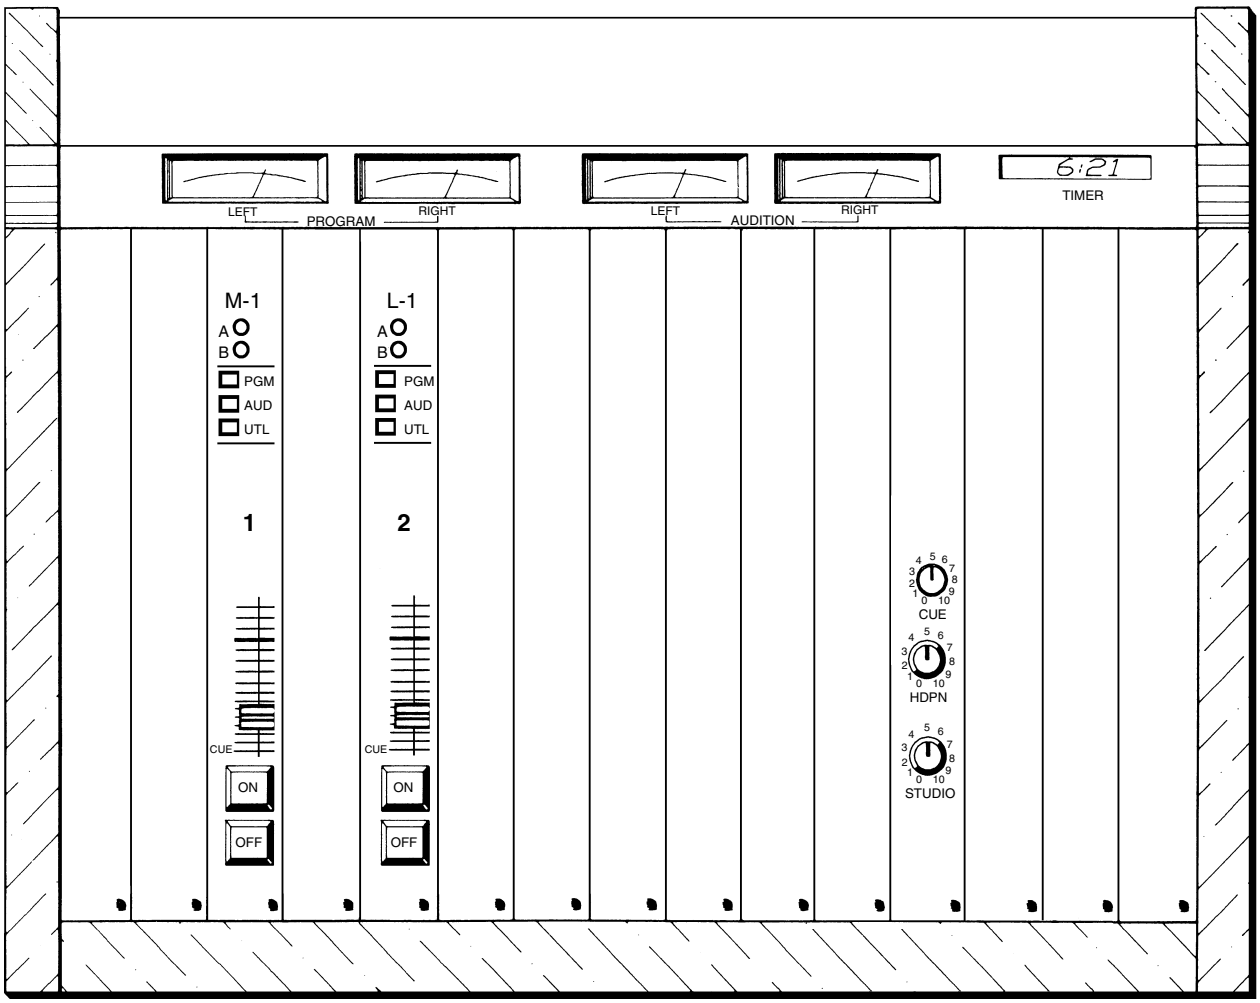

FIGURE 3.6 A simple two-channel audio console.
All control boards, whether digital or analog, operate in basically the same way. For the purpose of simplicity, let's consider a small audio console with just two channels; Figure 3.6 shows such a board. Each channel (M-1 and L-1) has two inputs (labeled A and B) so that, for example, a microphone could be assigned to channel M-1 (position A), while channel L-1 could have a CD player assigned to input A and an audio recorder assigned to input B. In general terms, a channel refers to the path an audio signal follows. On an audio console, a **channel** refers to a group of switches, faders, and knobs that are usually associated with one or two sound sources (glance ahead to Figure 3.9). On the board in Figure 3.6, note the individual input selectors, output selectors, volume controls, and on/off switches associated with each individual channel. The cue, headphone, and studio monitor gain controls are associated with both channels, as are the VU meters.
The input **volume controls** shown in Figure 3.6 are called **sliders,** or **faders.** They are merely **variable resistors.** Although they are called volume controls, or **gain controls,** they don't really vary the amount of amplification of the signal. The amplifier is always on at a constant volume. Raising the fader (moving it from a south to a north position) decreases the amount of resistance to this signal. When the fader is raised and the resistance is low, a great deal of the signal gets through. The dynamic is like that of a water faucet. The water volume reaching the faucet is always the same, even when the faucet is closed. When you open the faucet (decrease the resistance), you allow the water to flow, and you can vary that flow from a trickle to a steady stream.
Another function found on most audio boards is called **cue**, which allows you to preview an input sound source. Both rotary pots and fader controls go into a cue position, which is below the off position for that control. If you turn the rotary pot all the way counterclockwise to off, it will reach a detent, or stop. If you keep turning the knob (with a little extra pressure) it will click into the cue position. Faders are brought down, or south, until they click into cue (see Figure 3.6 again). Some faders can be put into cue with a separate pushbutton (see Figure 3.9) that, when depressed, puts that channel into cue regardless of where the fader control is set. Cue position is usually marked on the face of the audio console.
Our example audio board (review Figure 3.6) has a set of VU meters that indicates the left and right volume of the program sound going out and another set of meters that shows the audition output. Most boards have multiple VU meters. For example, they might have separate meters for each individual channel. Boards that have multiple outputs also have multiple meters. For example, a board that is stereo, like our example board, will have one meter for the right channel and one for the left.
The most common arrangement for the **output selectors** on a radio production board is a bank of three buttons for **program, audition,** and **auxiliary** outputs. The example board in Figure 3.6 has this type of configuration except the auxiliary output is labeled UTL for utility. When no button is pushed in, the output is stopped at this point. When the program button is pushed (PGM), the signal normally goes to the transmitter if the board is in an on-air studio, or to an audio recorder if the console is in a production room. The program position would be the normal operating position when using an audio console.
The auxiliary **(aux)** or utility **(utl)** position is just like either the program or audition position and is another output for the audio board (see Figure 3.6). For instance, some studios are set up so that the aux position of one control board feeds another studio and becomes an input on the audio console in the other studio. Unlike most input selectors, which allow only one input to be selected at a time, output selectors usually allow more than one output to be active. If all output buttons were depressed, you could send the same audio signal to three different locations at the same time.
There is no output volume control on our example board in Figure 3.6 that can be adjusted by the operator. Some audio consoles include a **master fader** that controls the volume of the signal leaving the board. Even if an input sound source is selected, program output is selected, and fader volume is up, if the master fader is all the way down, no signal will go from the console. Many boards have more than one output gain control. Again, a stereo board requires two masters, one for the right channel and one for the left. If there are multiple volume controls, then there's usually a master gain control that overrides all the other output volume controls. In other words, if the master is down, the signal won't go anywhere, even though one or more of the output volume controls are up.
Other bells and whistles that frequently appear on audio boards include **remote start switches** (see Figures 3.6 and 3.9). These are usually located below each individual channel fader, and if the equipment wired into that channel (such as a CD player or audio recorder) has the right interface, it can be turned on, or started, by depressing the remote start. This makes it easier for the announcer to start another sound source while talking into the microphone without having to reach off to the side and possibly be pulled off microphone. For most consoles, these switches also turn that channel on and off. In other words, even if you have the fader for that channel turned up, no sound signal will go through the channel until it has been turned on. However, some consoles are set up so that they will automatically turn the channel on when the fader is moved upward.
4. In Figure 3.6, sound on channel L-1 would not get to program out to be broadcast or recorded unless what happened?